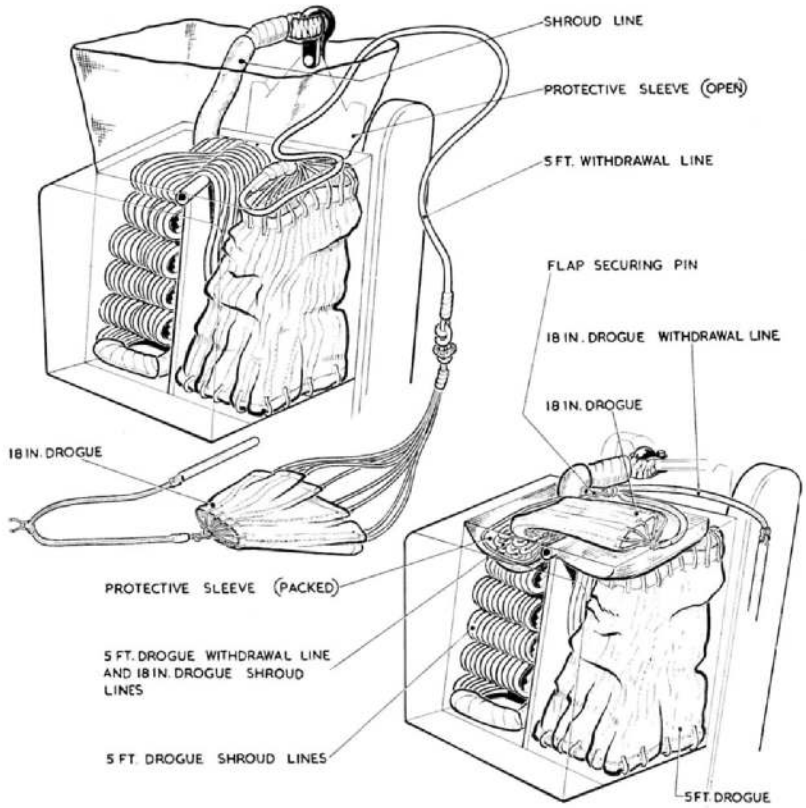

Fig. 20. Stowing the drogues
(2) Insert the sleeve-protected shroud lines from the shackle into the rearmost outer corners of the right-hand compartmnt of the drogue container and fold the shroud lines as shown in the upper diagram of fig. 20.
(3) Extend the remaining shroud lines and check that they are not entangled; fold the 5 ft. drogue into three double folds and pack into the left-hand compartment.
(4) Cover the shroud lines and the 5 ft. drogue with the protective sleeve. The 5 ft. drogue withdrawal line must emerge from the protective sleeve in the right-hand compartment.
(5) Fold the 5 ft. drogue withdrawal line and the 18 in. drogue shroud lines on top of the protective sleeve in the right-hand compartment and stow the 18 in. drogue as shown in the lower diagram of fig. 20.
(6) Close the flaps in the following order:—port (1), starboard (2), rear (3) and front (4). The wire loop must pass through each eyelet in turn and the 18 in. drogue withdrawal line must emerge from the rearmost corner nearest the drogue gun.
(7) Insert the flap securing pin attached to the 18 in. drogue withdrawal line through the wire loop and tie to the fabric loop on the front flap with a single loop of No. 8 parachute thread.